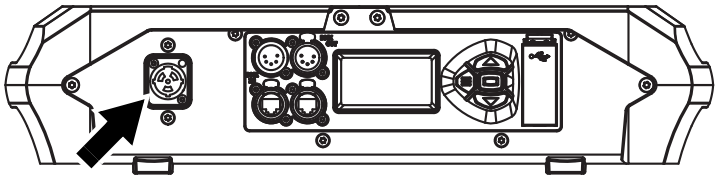

Figure 7 : Embase secteur
2. Voir Figure 7. Alignez les détrompeurs du connecteur TRUE1 du câble d'entrée d'alimentation avec ceux de l'embase MAINS IN (voir ci-contre). Insérez le connecteur dans l'embase et tournez-le dans le sens horaire pour le bloquer. Si le connecteur semble difficile à tourner, sortez-le de l'embase, vérifiez que vous avez correctement aligné les détrompeurs et essayez à nouveau (n'appliquez pas de force excessive). Assurez-vous que le verrou du connecteur émet un « clic » et que le connecteur est bien verrouillé dans l'embase.